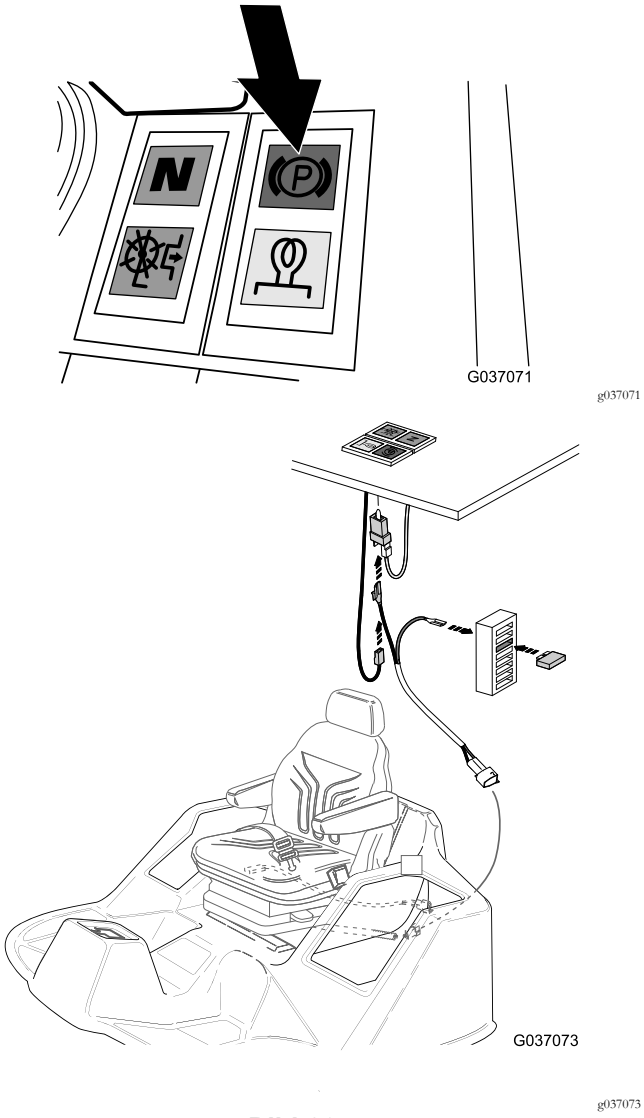
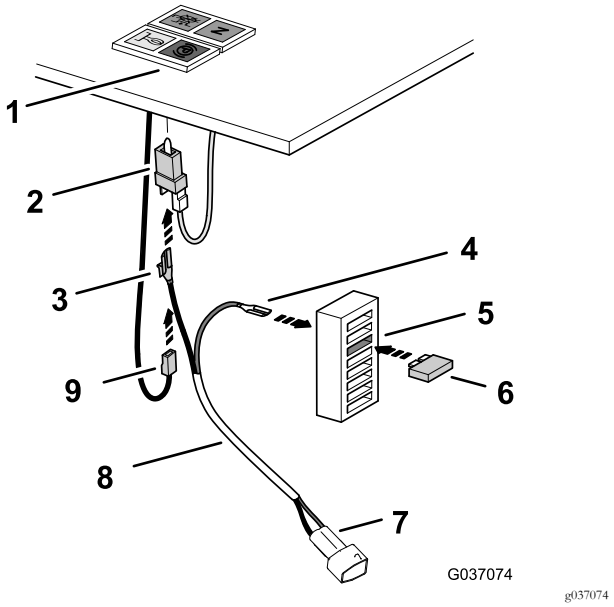

Bild 26
Bild 27
5. Ermitteln Sie unter dem Armaturenbrett den Parkleuchtenstecker und entfernen Sie den Buchsen-Stecker für das schwarze Kabel vom Parkleuchtenstecker (Bild 26).
6. Schließen Sie den Buchsen-Stecker für das schwarze Kabel, den Sie in Schritt 5 entfernt haben, an die Flachstecker-Anschlussklemme des Huckepacksteckers (schwarzes Kabel) des Relaiskabelbaums an (Bild 26 und Bild 27).
7. Schließen Sie den Huckepackstecker an die Flachstecker-Anschlussklemme des Parkleuchtensteckers an (Bild 27).
8. Schließen Sie die Buchsen-Anschlussklemme (rotes Kabel) des Relaiskabelbaums hinten am Sicherungskasten am Flachstecker des Sicherungskastens am 3. Sicherungseinschub von oben an (Bild 27).
9. Setzen Sie die Sicherung (10 A) in den 3. Sicherungseinschub von oben am Sicherungsblock ein (Bild 27).